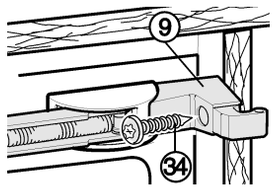

Fig. 32
▶ To fix appliance at top: Press appliance firmly against the wall of the unit and fasten it by passing a Spax screw *Fig. 32 (34)* through the turn hinge *Fig. 32 (9)*.